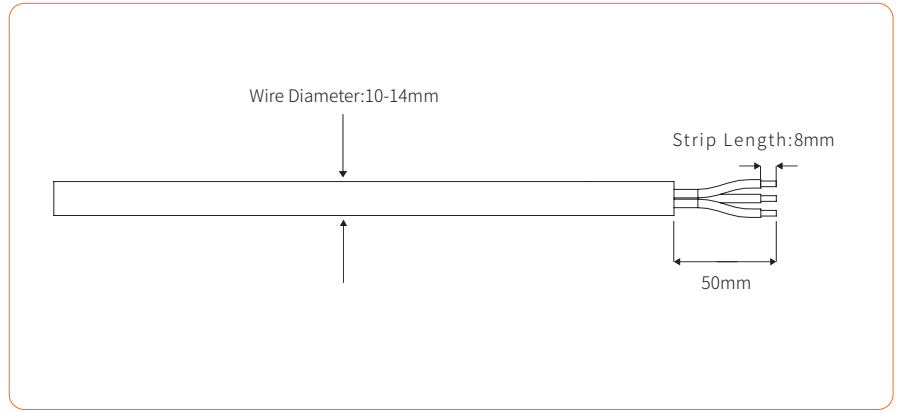

Figure 4-17
② According to the table above, select an appropriate cable, peel the insulation sleeve of AC cable off for 50mm, and peel off the end of L /PE / N wires for 8mm, as shown in Figure 4-17: